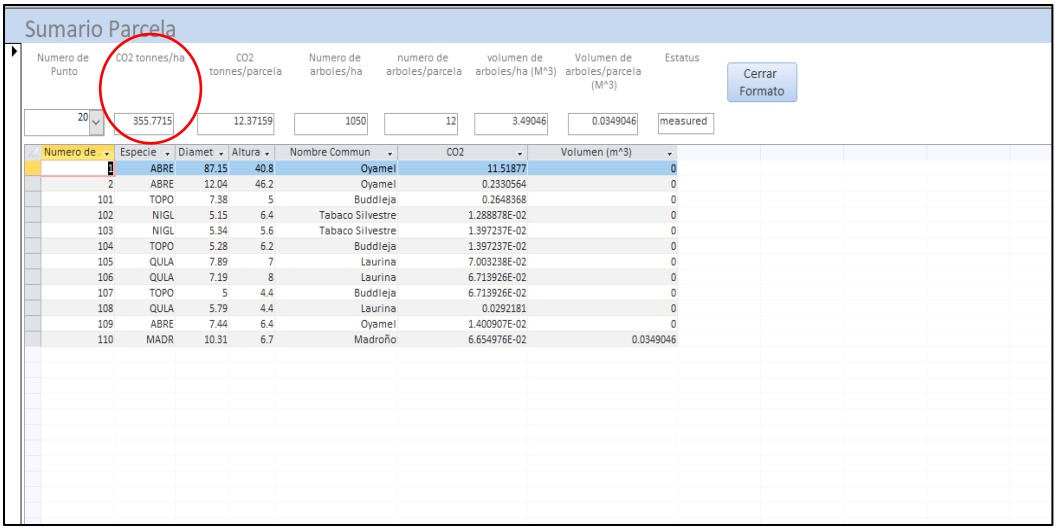
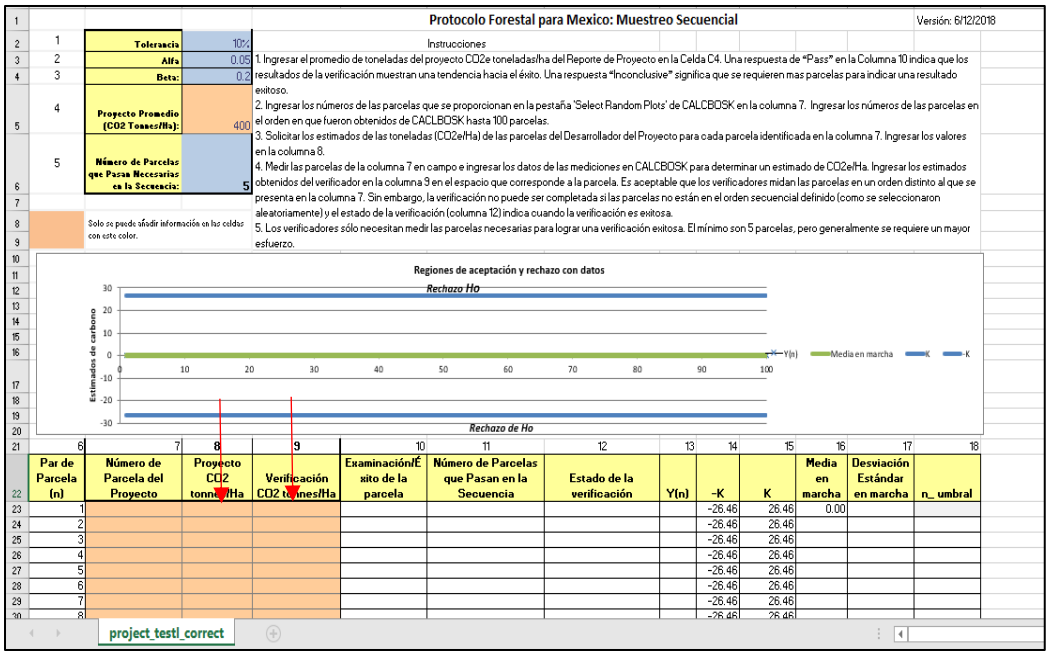

Figure 79. Plot Summary tCO_2 per Hectare
Figure 80. Entering the tCO2/Ha into the Sequential Sampling Worksheet
5.3 The verifier should then enter the tCO_2/ha (Figure 79) from the Verifier Version and the Project Developer data for each plot selected for sequential sampling into the sequential sampling tool (Figure 80).